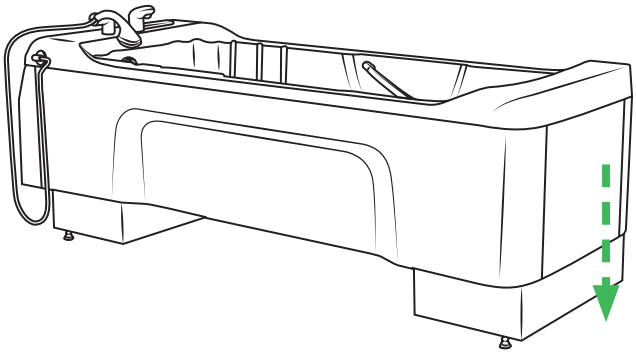

Abbildung 20
2. Senken Sie die Classic Line 2 Badewanne ganz ab. Siehe Abbildung 20.